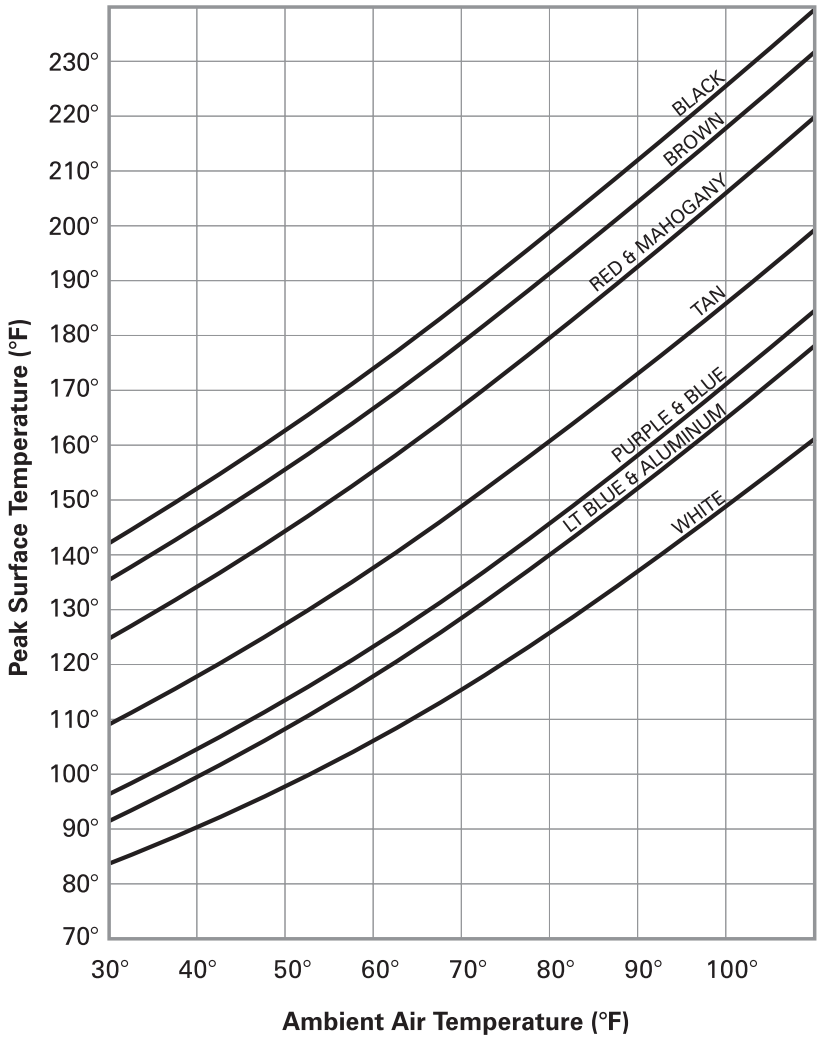

Figure 7-1 *Effect of color on surface temperature under sunlight.*
4. Lighter colored woods are more reflective than darker colored woods, just as lighter colored paints are far more reflective than are darker colors *(Figure 7-1)*.
The longest-lasting finishes are fully pigmented paints. Pigments filter out all or most of the harmful UV rays, thus protecting the substrate. However, a slow oxidation of the surface occurs over many years, causing it to lose its gloss. Light colored paints are more reflective and maintain their gloss longer than darker colors. Protecting the substrate from heat is another important reason to choose lighter colors *(Figure 7-1)*.